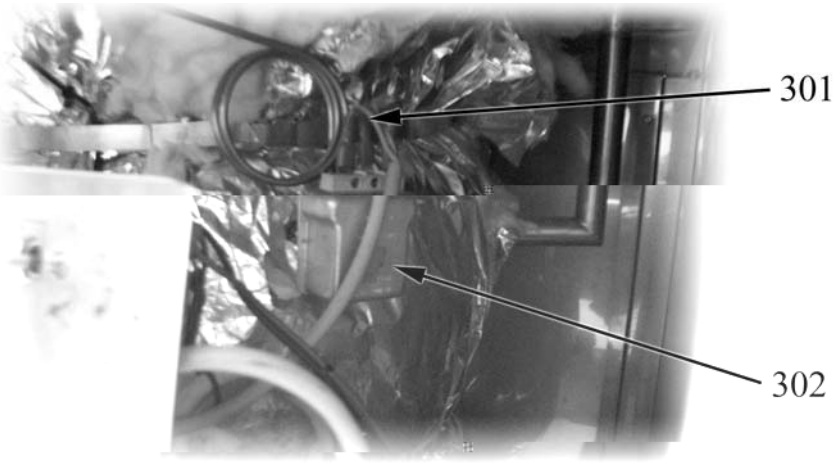

Fig. 31
- disconnect the electrical connections pos. 301 in Fig. 31 ;